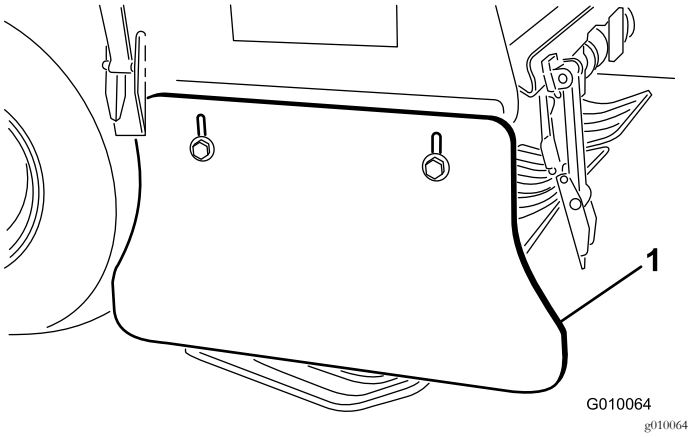

Figur 62
2. Løsn de bolte og møtrikker, der fastgør sideskærmen til stellet (Figur 62).